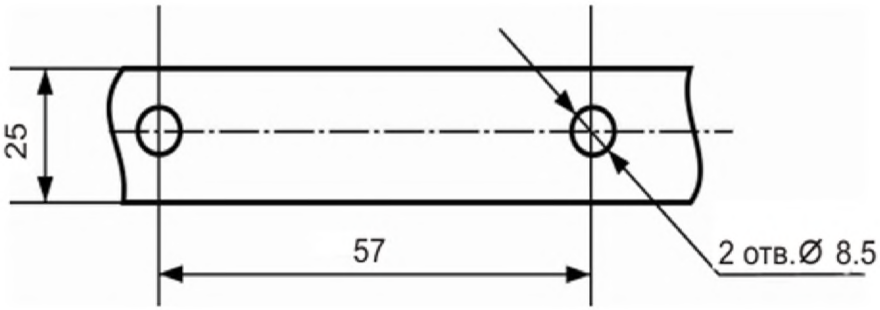

Рис. 1
4.2. Конструкция громкоговорителя предусматривает возможность крепления его на любую поверхность, для чего он снабжен поворотным устройством в виде скобы. Габаритный чертеж громкоговорителя и размеры отверстий крепления на скобе приведены на Рис. 1.